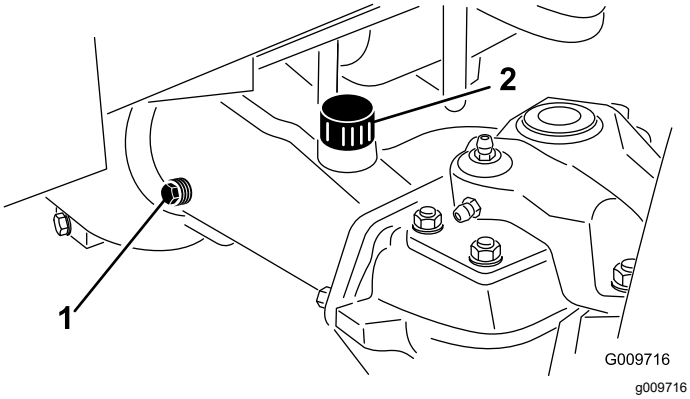

Figuur 111
2. Verwijder een controleplug van 1 uiteinde van de as en controleer of het smeermiddel tot aan de onderkant van de opening komt (Figuur 111).